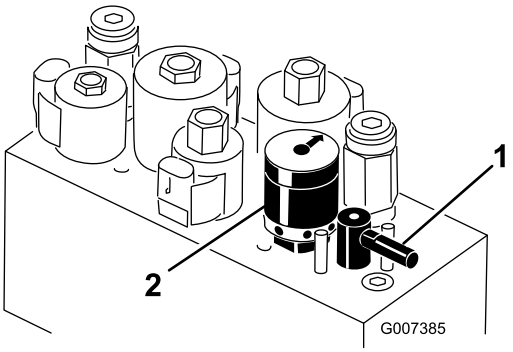

Figur 58
5. Vrid slipningsspaken till läget ”R” (Figur 58).
6. Vrid cylinderhastighetsreglaget till inställningen 1 (Figur 58).